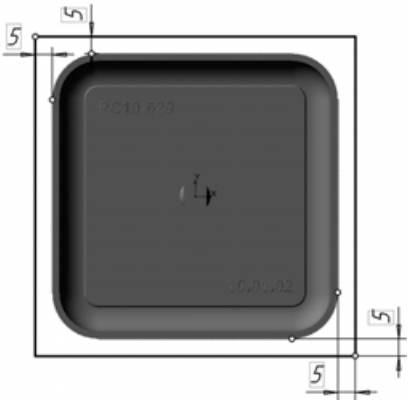

Рис. 8.90
- Постройте в эскизе прямоугольный контур таким образом, чтобы он включал деталь целиком. Определите размеры прямоугольника, проставив линейные размеры, как это показано на рис. 8.90. Всем размерам задайте значение 5.